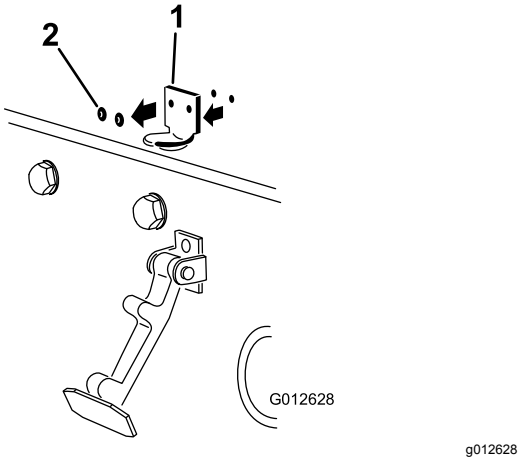

Figur 3
2. Ta bort de två (2) nitarna som fäster motorhuvslåsfästet på motorhuven (Figur 3). Avlägsna fästet från motorhuven.